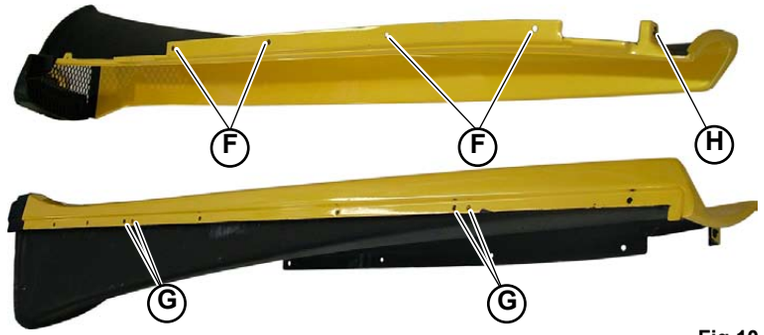

Fig.10
6. Unscrew the 4 screws (**F-Fig.10**) on the upper part of the side member.
7. Unscrew the 4 screws (**G-Fig.10**) on the lower part of the side member.
8. Unscrew the screw (**H-Fig.10**) at the front of the side member.